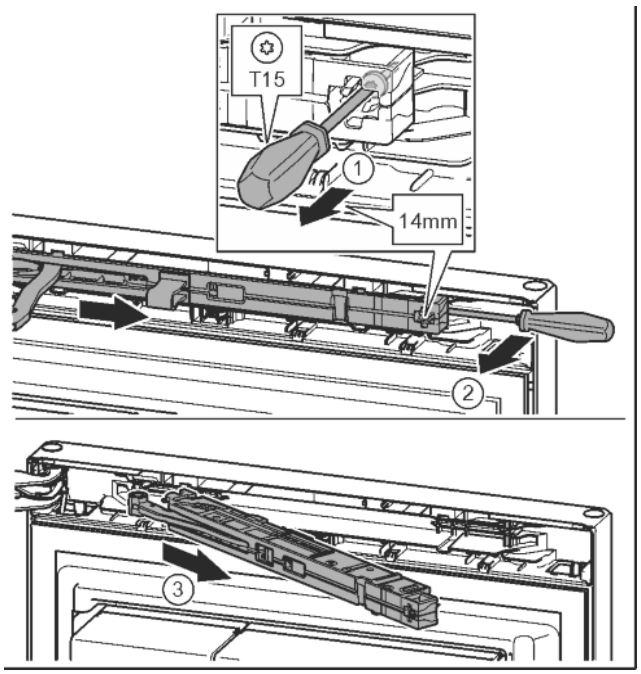

Fig. 10
▶ Desserrer la vis de l'amortisseur de fermeture de 14 mm environ avec un tournevis T15. *Fig. 10 (1)*
▶ Avec un tournevis, accéder à la partie postérieure de l'amortisseur de fermeture du côté de la poignée et faire pivoter en avant. *Fig. 10 (2)*
▶ Sortir l'amortisseur de fermeture. *Fig. 10 (3)*